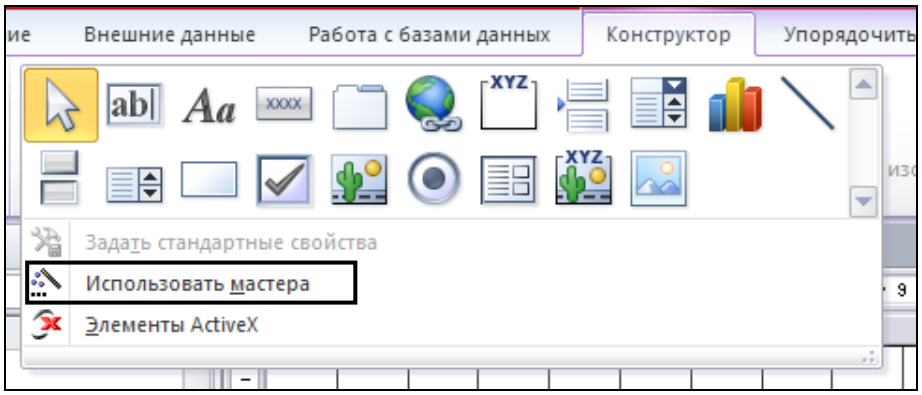

Рис. 7.12. Панель элементов
2.4. На вкладке *Конструктор* в разделе *Элементы управления* отображаются все объекты и отключается (делается неактивной) кнопка *Использовать Мастера* (рис. 7.12).